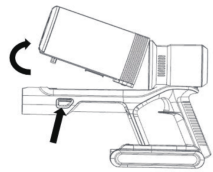

Figure 2
1. As shown in Figure 2, press the dustbin release button to detach the dustbin assembly from the vacuum.